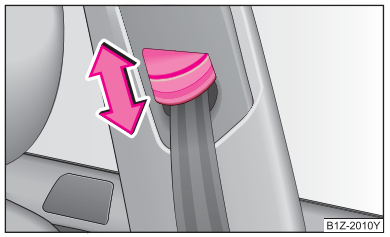

图 107　前排座椅：安全带高度调整机构
– 沿所需方向向上或向下移动导向装置 ⇒ 第 90 页，图 107。